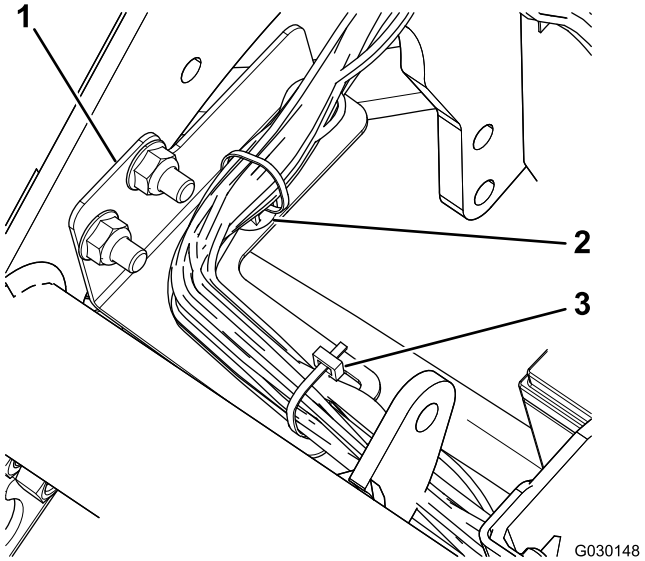

Рисунок 5
7. Прикрепите жгут проводки к кронштейну жгута проводки с помощью кабельной стяжки с клипсой и кабельной стяжки (Рисунок 5).